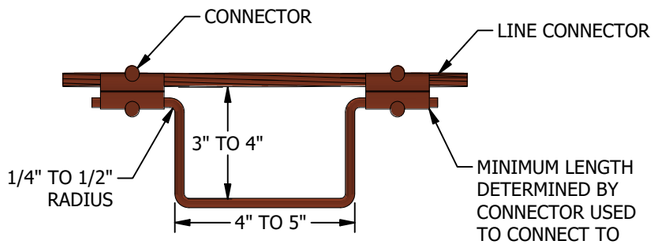

FIGURE 7
#6 & #6/3 (B)	SEE FIGURE 7
(B) HANDMADE STIRRUPS SHALL BE MADE OF NUMBER 4-3 STRAND COPPER, SHAPED AS SHOWN IN FIGURE 7. USE COPPER COMPRESSION CONNECTORS AS REQUIRED.